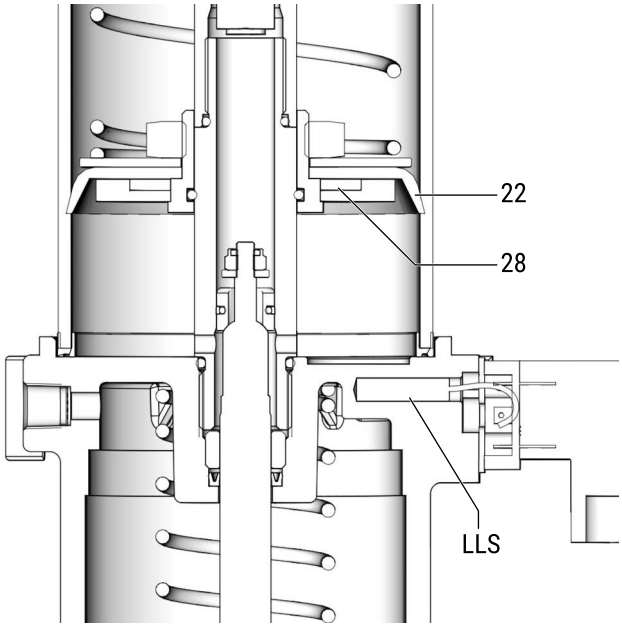

FIG. 9
As grease is dispensed, the follower plate (22) travels down the reservoir. When it gets close to the low level switch (LSS) the magnet (28) on the bottom of the follower plate assembly activates the normally closed low level switch; opening the switch and sending a signal to the lubricator controller (J) (FIG. 9).